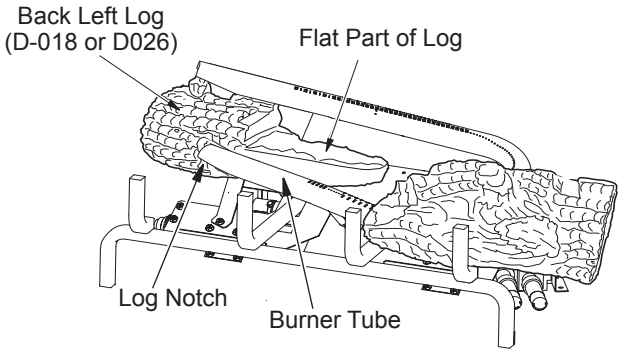
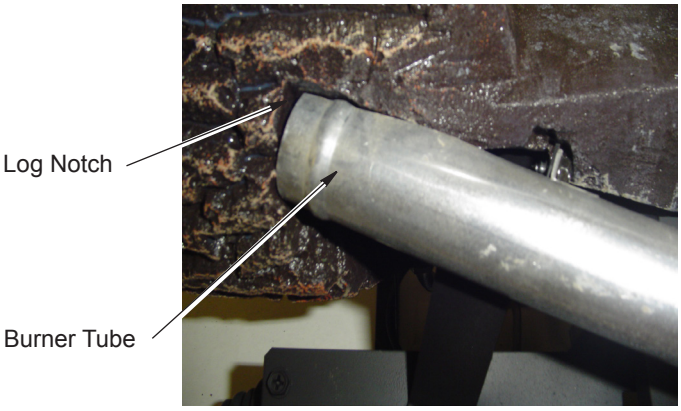
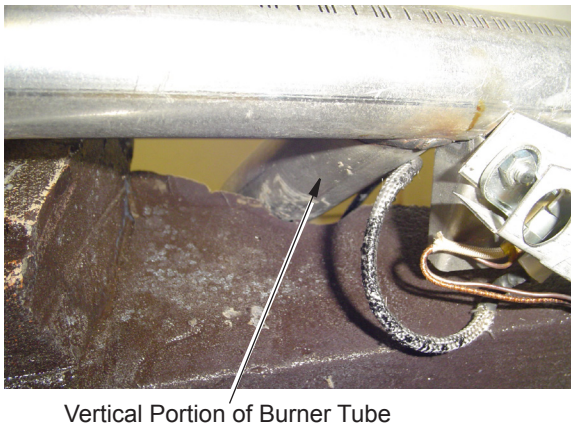

Figure 19 - Installing Back Left Log
Figure 19A - Installing Back Left Log
Figure 19B - Installing Back Left Log (D-018) Rear View
2. Find the back left log (LMF30GTA/B or LMF30MOA/B models: D-018, LMF36GTA/B or LMF36MOA/B models: D-026). See ***Figures 19, 19A, and 19B***. ***Figure 19A*** shows how the log must fit against the end of the burner. ***Figure 19B*** shows how the notch in log fits against the vertical portion of the burner tube. Place this log on the base assembly by inserting it from the left side as shown in ***Figure 19***. You will need to twist the log slightly to get it to fit against the burners properly. It will rest even with the back edge of the pan.